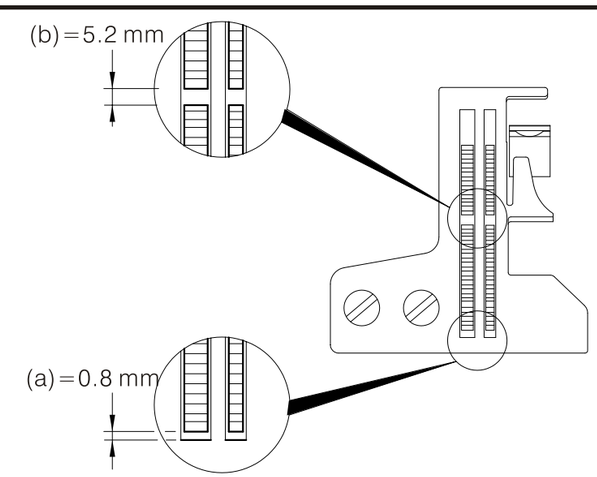

Fig. 22
(1) Ajustar el largo de la puntada para que se la mas largo posible, así el área (a) de a ranura de la barra del transportador dentado diferencial debe ser de 0.8 mm. (Fig. 22)
(2) Cuando el transportador dentado principal este en el punto mas cercano al transportador dentado diferencial, el espacio (b) entre ellos debe ser de 5.2 mm.